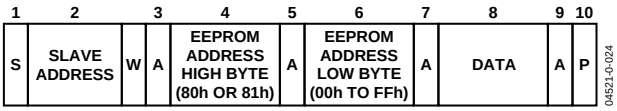

*Figure 33. Single-Byte Write to EEPROM*
- Write a single byte of data to EEPROM. In this case, the command byte is the high byte of the EEPROM address, 80h or 81h. The first data byte is the low byte of the EEPROM address and the second data byte is the actual data. Bit 1 of EEPROM Register 3 must be set. This is illustrated in Figure 33.